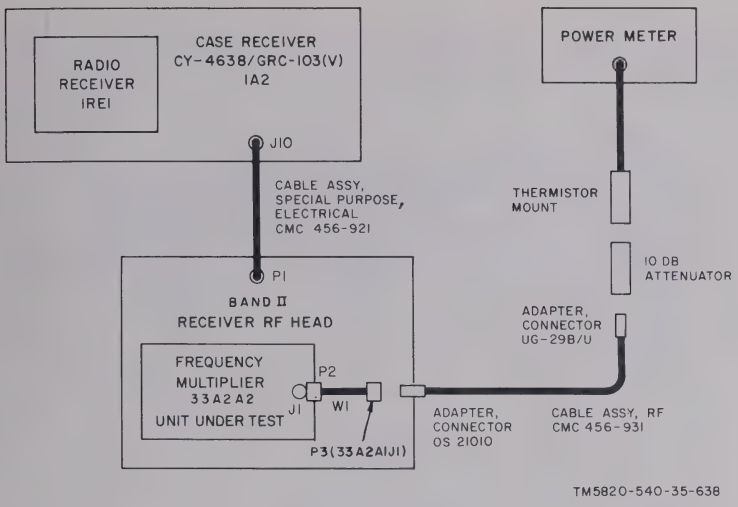

Figure 3-54. Frequency multiplier 33A2A2 operational check, test setup.
(2) Connect the test equipment as shown in figure 3-54.
(3) Set the AC POWER switch to ON and tune the receiver to channel 699. The output power level at P3 (33A2A1J1) should be +17 dbm ±2.5 db (power meter indication of +7 dbm ±2 db).
(4) Set the RCVR CHANNEL control to channel 700. The power meter indication should not change.
(5) Set the AC POWER switch to OFF. If the indications in (3) and (4) above are not within the specified limits, replace receiver RF head.